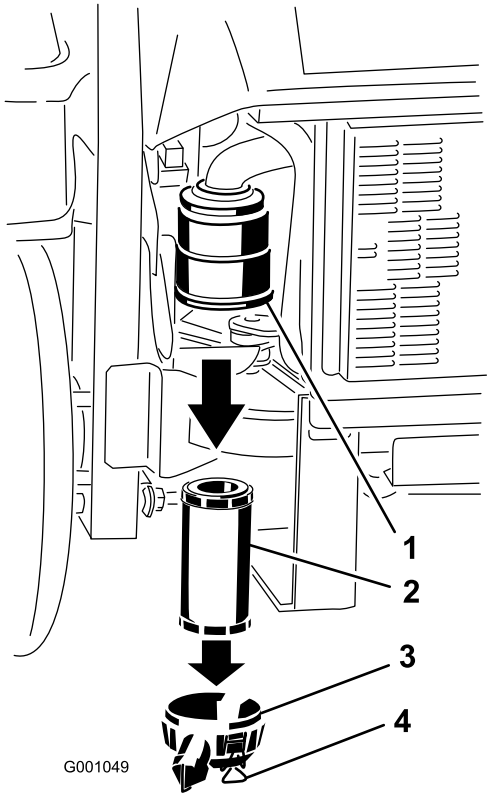

Figur 43
3. Åbn låsene på luftfilteret, og træk luftfilterdækslet af luftfilterhuset (Figur 43).
5. Skub forsigtigt filteret ud af luftfilterhuset (Figur 43). Undgå at ramme husets side med filteret.